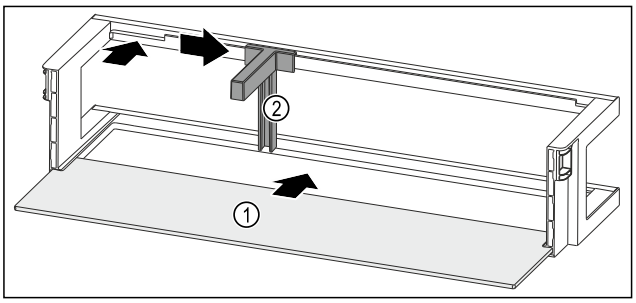

Fig. 212 Balconnet de contre-porte avec tablette de rangement
▶ Insérer la tablette de rangement *Fig. 212 (1)* dans les évidements latéraux.
▶ Insérer le range-bouteilles *Fig. 212 (2)* dans l'évidement.
▶ Pousser le range-bouteilles *Fig. 212 (2)* sur le côté en position souhaitée.